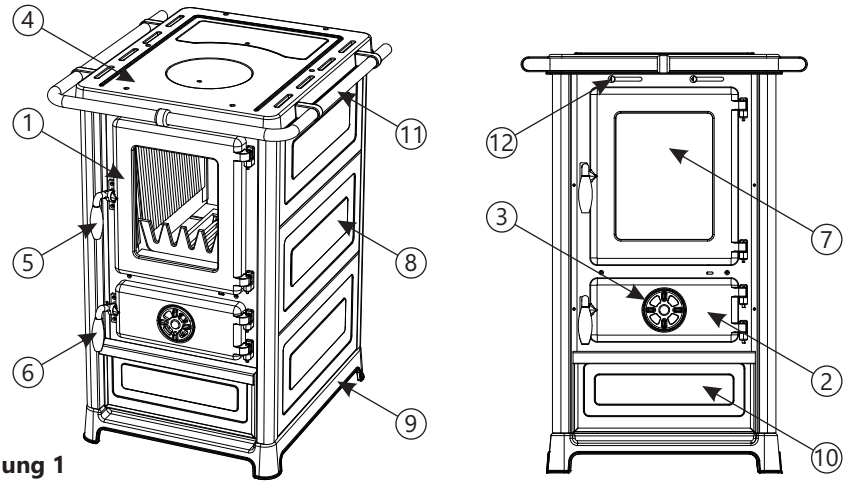

Abbildung 1
- Auf der Abbildung 1 ist das Aussehen des Kaminofens mit den für die Bedienung wichtigen Bestandteilen dargestellt.
Bestandteile des Kaminofens (Abbildung 1, Seite 4):